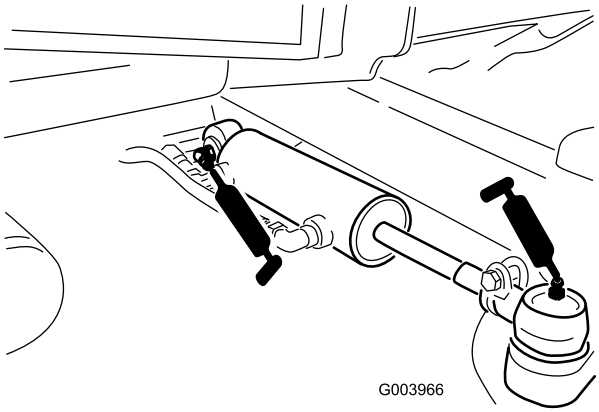

Figuur 49
- Kogelverbindingen van stuurcilinder (2) (Figuur 49)